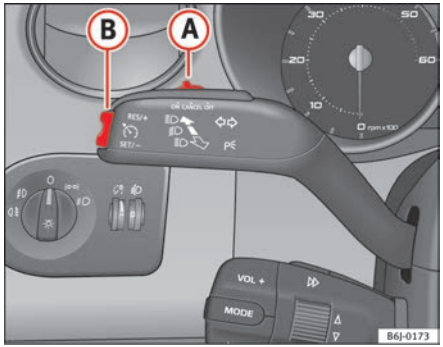

Fig. 107 Turn signal and main beam headlight lever switch and rocker switch for the cruise control
- when the lever (A) is moved in the direction of **OFF** without fully being engaged.
To resume cruise control, release the brake or clutch pedal or reduce the vehicle speed to less than 180 km/h and press once on the upper part of the rocker switch **RES** ⇒ fig. 107 (B).